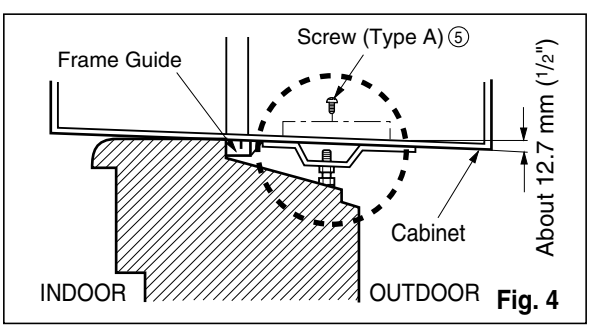

Fig. 4
5. Slide the chassis back into the cabinet. Reinstall the cabinet screws. Secure the cabinet to chassis by using screws. (See Fig. 4)
4. Select the position that will place the sill support near the outer most point on sill (See Fig. 4)
5. Attach the sill support to the cabinet track hole in relation to the selected position using 2 Type A screws in each support (See Fig. 4).